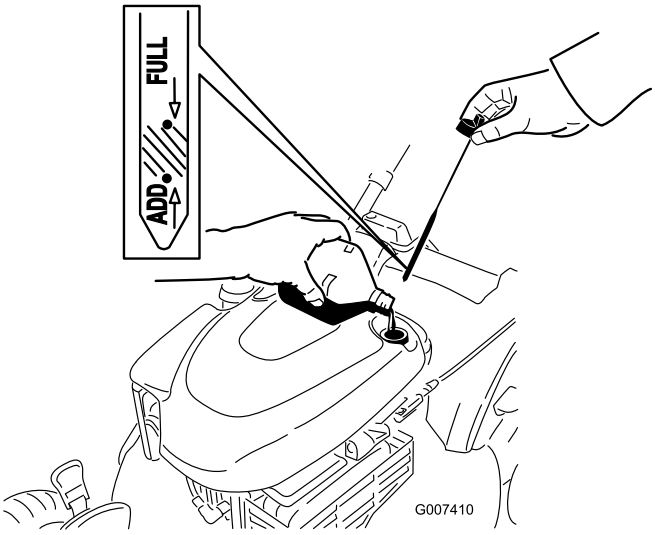

Figuur 31
4. Giet **langzaam** olie in de vulbuis totdat het peil de **Vol**-markering op de peilstok bereikt (Figuur 31). **Niet te vol vullen.** (Maximaal vullen: 0,59 l, type: SAE 30 reinigingsolie, met onderhoudsclassificatie SF, SG, SH, SJ, SL van het American Petroleum Institute (API) of hoger).